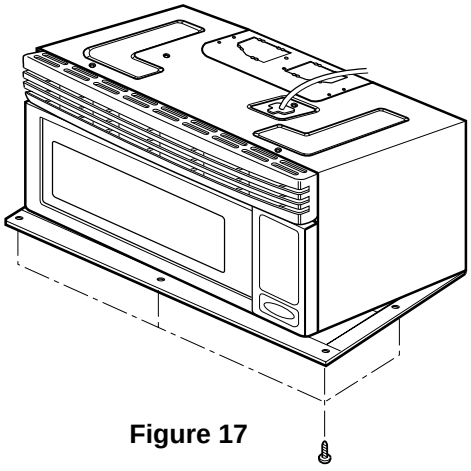
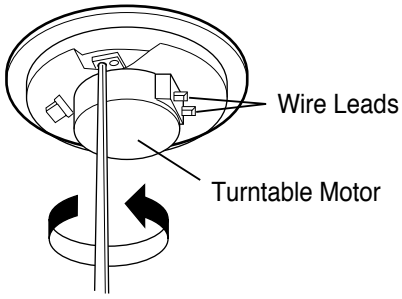

Figure 17
Figure 18
(1) Remove the turntable.
(2) Remove the rotating ring on the bottom plate of oven cavity.
(3) Remove the base plate by removing 5 screws securing it to the oven cavity. (Figure 17)
(4) Disconnect the leadwire from the turntable motor terminals.
(5) Remove the 2 screws securing the turntable motor to the oven cavity ASS'Y. (Figure 18)